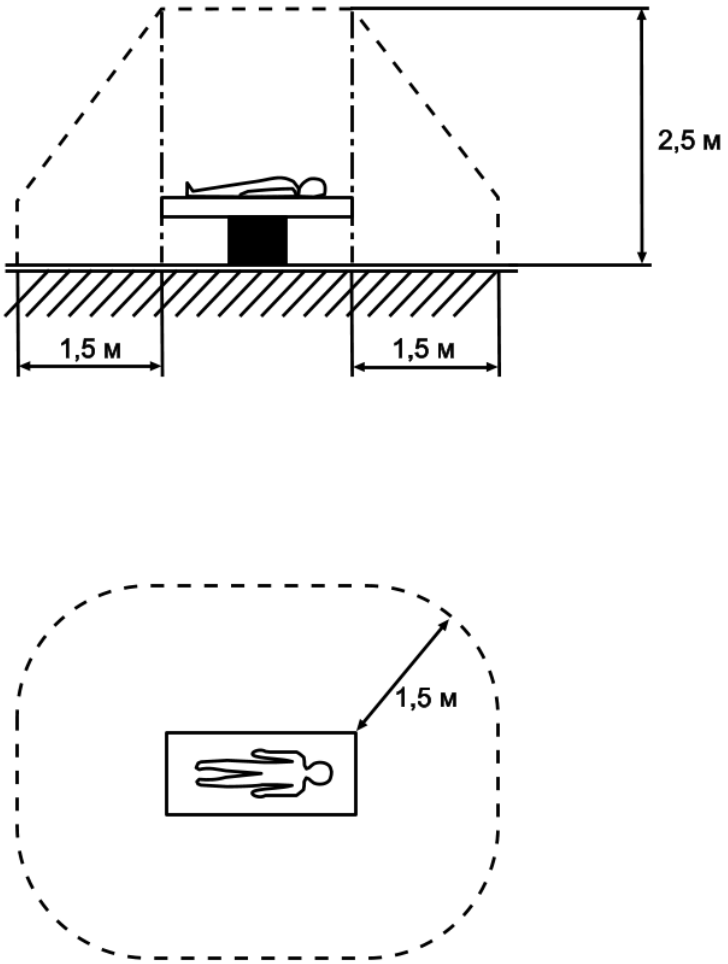

Рис. 10. Пример среды, окружающей пациента.
3. ПБС располагается в среде, окружающей пациента (см. Рис. 10).